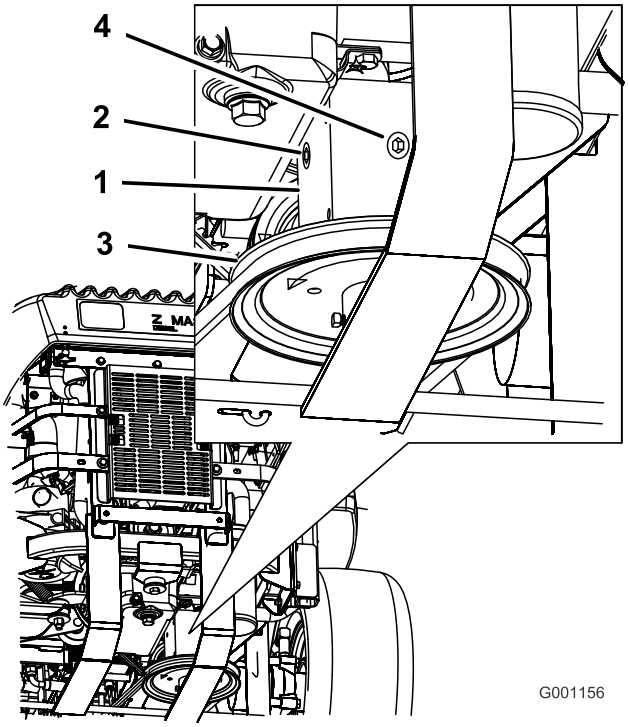

Figur 58
4. Fjern proppen på siden af eller bag på gearkassen (Figur 58).